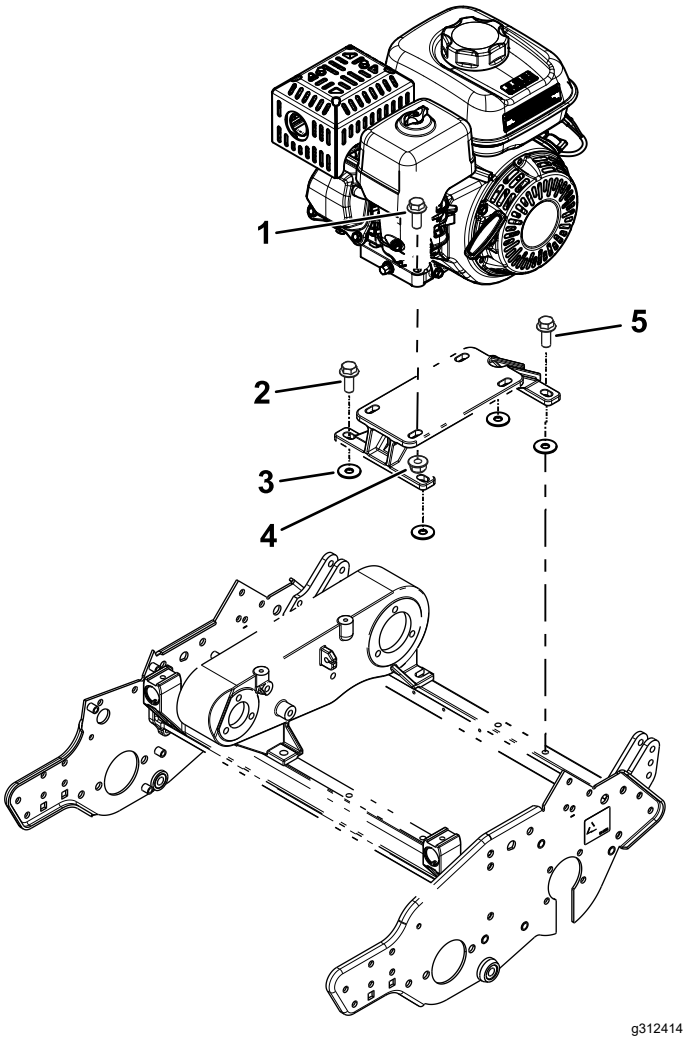

Figur 4
3. Monter motorfestebraketten på maskinen med de tidligere fjernede boltene og fire skiver (⅜ x 1⅛ tomme) som vist i Figur 4.
Monter den bakre venstre motorbolten løst (vist i Figur 4).
4. Monter motoren på motorfestebraketten med boltene og mutrene du fjernet tidligere (Figur 4).
8. Fjern den bakre venstre bolten fra motorbasen (Figur 4), og bruk bolten til å feste R-klemmen og gasskabelen til motorbasen.
10. Stram alle boltene for motorfestet og motorfestebraketten (Figur 4).